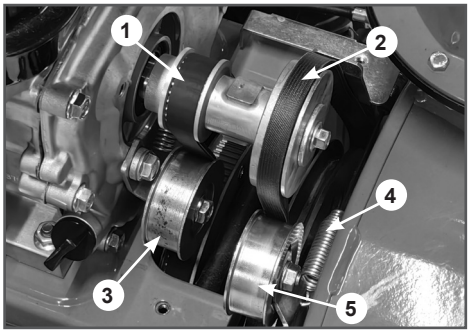
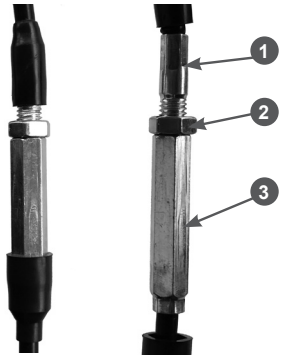

Рис. 33. Обслуживание ремней привода
Рис. 34. Механизм регулировки длины троса
2. Проверьте состояние ремней (Рис. 33). Если ремень протерт, надорван или заметны иные повреждения, он должен быть незамедлительно заменен.
4. Проверьте регулировку троса включения привода шнеков. Нажмите рычаг включения привода шнеков. При полностью нажатом рычаге пружина 4 должна быть растянута на 0,5 - 1 см (Рис. 33). При необходимости, отрегулируйте длину троса с помощью регулировочного механизма на тросе. Для этого ослабьте затяжку контргайки 2 и, выкручивая/закручивая регулировочный винт 1 в гайку 3, установите требуемую длину троса (Рис. 34). После регулировки закрутите контргайку 2 (Рис. 34).